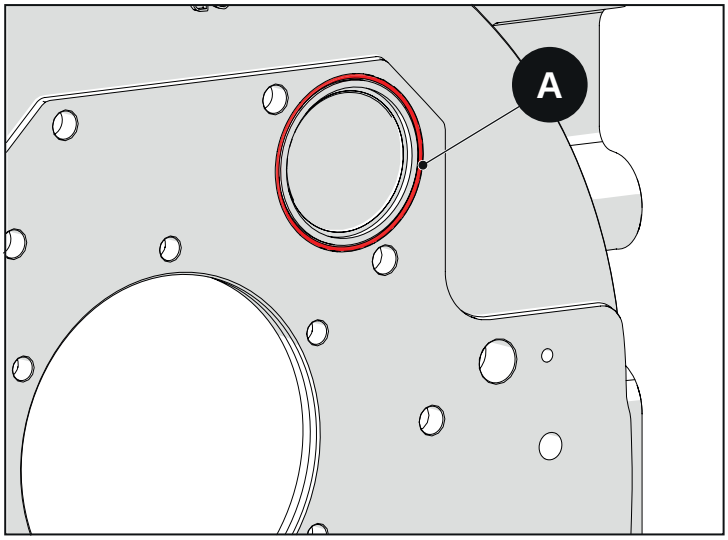

Fig. 2.129
- Introduire du silicone type Dow Corning 7091 dans le rainurage de la cloche, siège du joint torique. (fig.2.129).